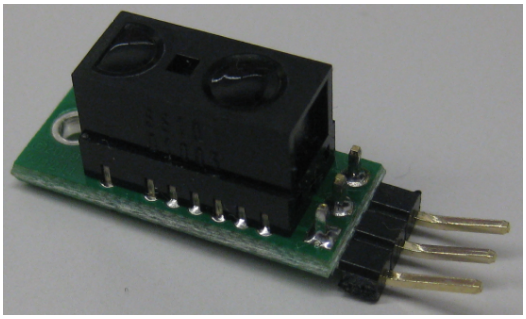

Figure 26: Sharp Optical Distance Sensor, Front Side
- Pololu Sharp 10 cm (Pololu #1134)[7] and 5 cm sensors (Pololu #1132[1]) (Figure 26 and 27)